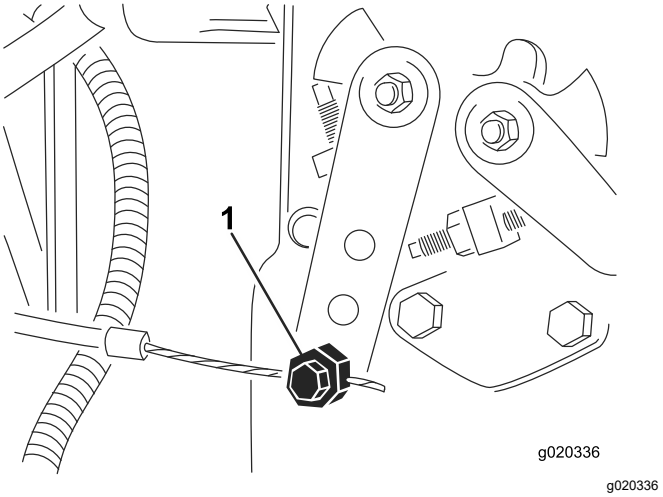

Figur 78
3. Lossa gasreglagekabelns kontaktdon på spaken vid insprutningspumpen (Figur 78).